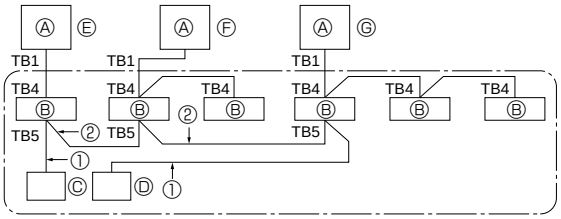

Fig. 10-1
① Включите питание (автоматическим выключателем).
② После закрытия запорного крана газа установите переключатель SWP на пульте управления наружного прибора в положение ON. Компрессор (наружный прибор) и вентиляторы (внутренний и наружный приборы) начинают работать, и начинается процедура восстановления хладагента. На пульте управления наружного прибора горят индикаторы LED1 и LED2.
③ Поскольку прибор автоматически останавливается через приблизительно две-три минуты после процедуры восстановления хладагента (индикаторы LED1 и LED2 горят), необходимо быстро закрыть запорный клапан газа. Пока индикаторы LED1 и LED2 горят и наружный прибор остановлен, полностью откройте запорный клапан жидкости и через три минуты повторите шаг (2).
④ Отключите питание (автоматическим выключателем).
10.Управление системой (Fig. 10-1)